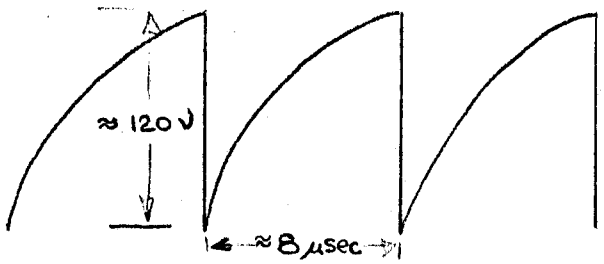

FIG. 1
c) Rotate the Avalanche Volts pot ccw until the Avalanche free-runs, denoted by a signal rate of approximately 100 kc. Back up the Avalanche Volts from this free-running point (approx. 10°cm). See Fig. 1.